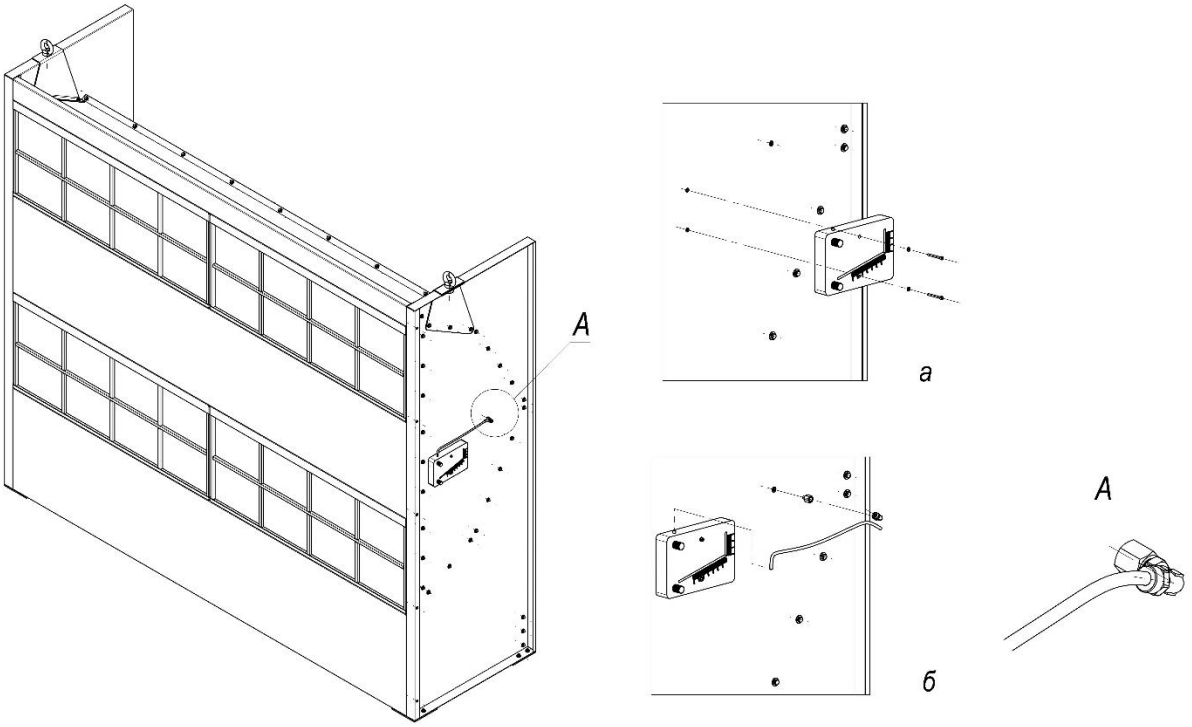

Рисунок 3
5.3.2 Закрепить манометр при помощи винтов М4х45. Под голову винтов положить шайбы (рисунок 3а).
5.3.3 Установить фитинг и переходник манометра в боковую стенку шкафа (рисунок 3б).